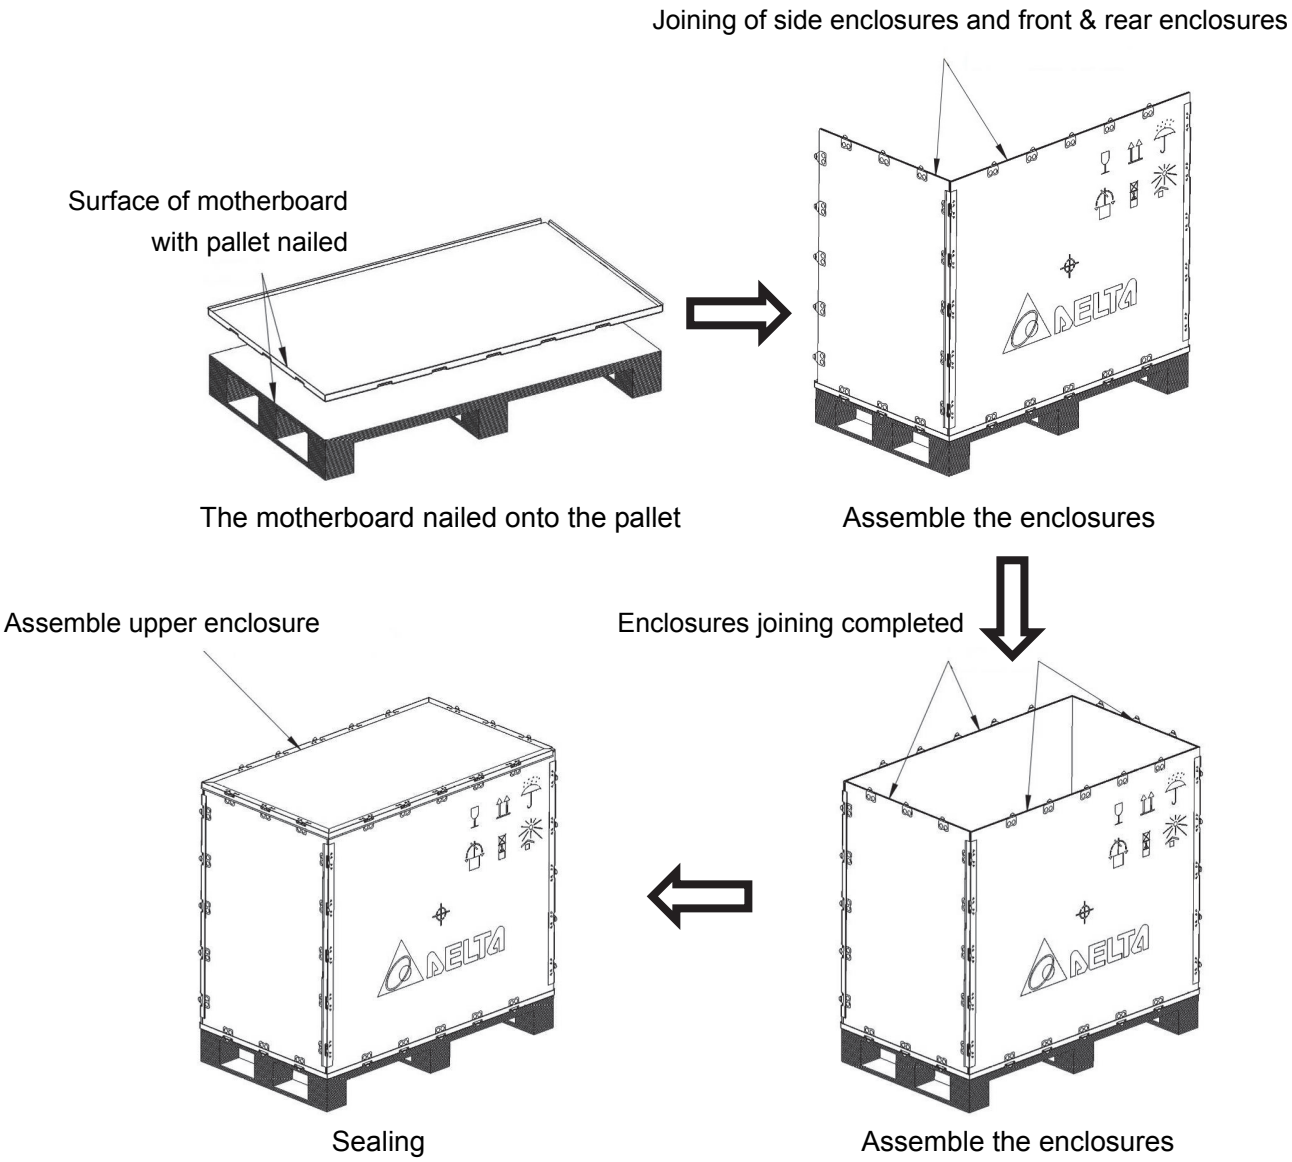

Fig. 6-4 Sealing steps
- After settling the MVD and the pallet, conduct the enclosure sealing operation. With respect to the demountable buckle steel-strip wooden box, during enclosure connection, first nail the motherboard onto the pallet surface, wherein the margin around the nail shall be flush or even without any deviation or bulge. After the installation of the motherboard, the front & rear enclosures and the side enclosures shall be assembled with buckles in a flush way. Then install the other side enclosures simultaneously. At last, the upper enclosure can be laid above all the side enclosures, thus the sealing operation is finished, as shown in Fig. 6-4.